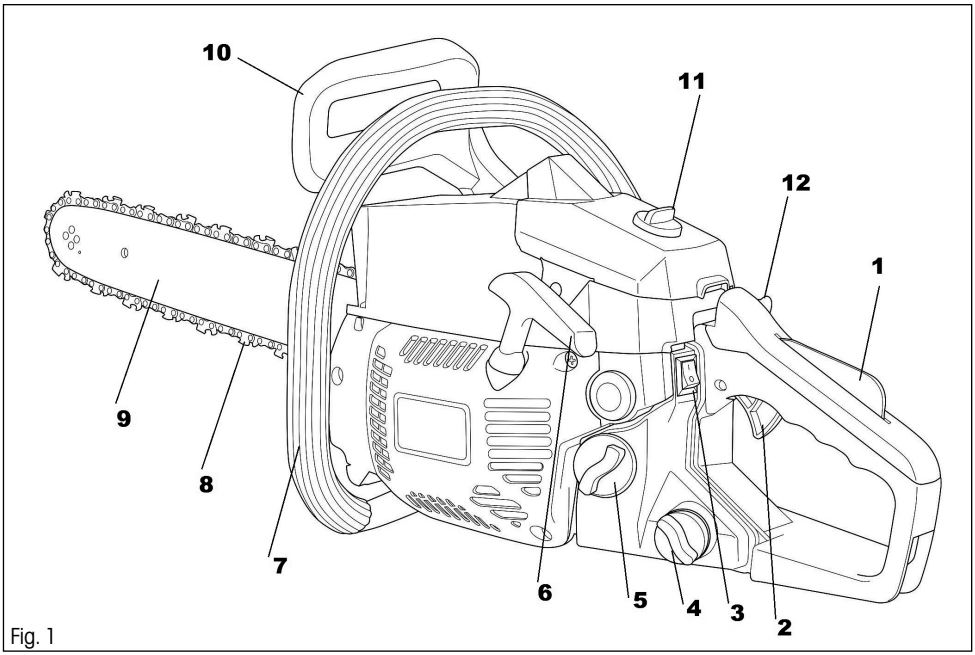

Fig. 1
Description of the power tool (see Fig. 1)
- The safety brake lever (Fig. 1 point 10) must be disengaged (pull it towards the top handle)
Chain brake (Fig. 1, point 10)
- Push the brake lever (Fig. 1, point 10) forward. The chain should stop immediately.